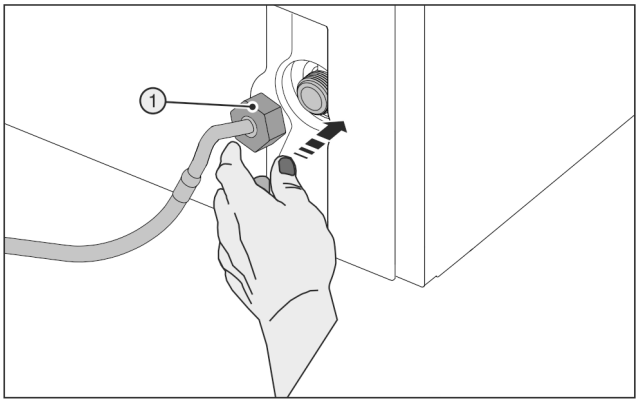

Fig. 29
▶ Locate the nut *Fig. 29 (1)* carefully and screw onto the thread.
▶ Position the nut *Fig. 29 (1)* carefully and screw it directly onto the thread with two fingers until it is seated securely.
▶ Tighten the nut *Fig. 29 (1)*clockwise with the auxiliary tool *(5)* until maximum torque is reached and the auxiliary tool *(5)* overtightens.